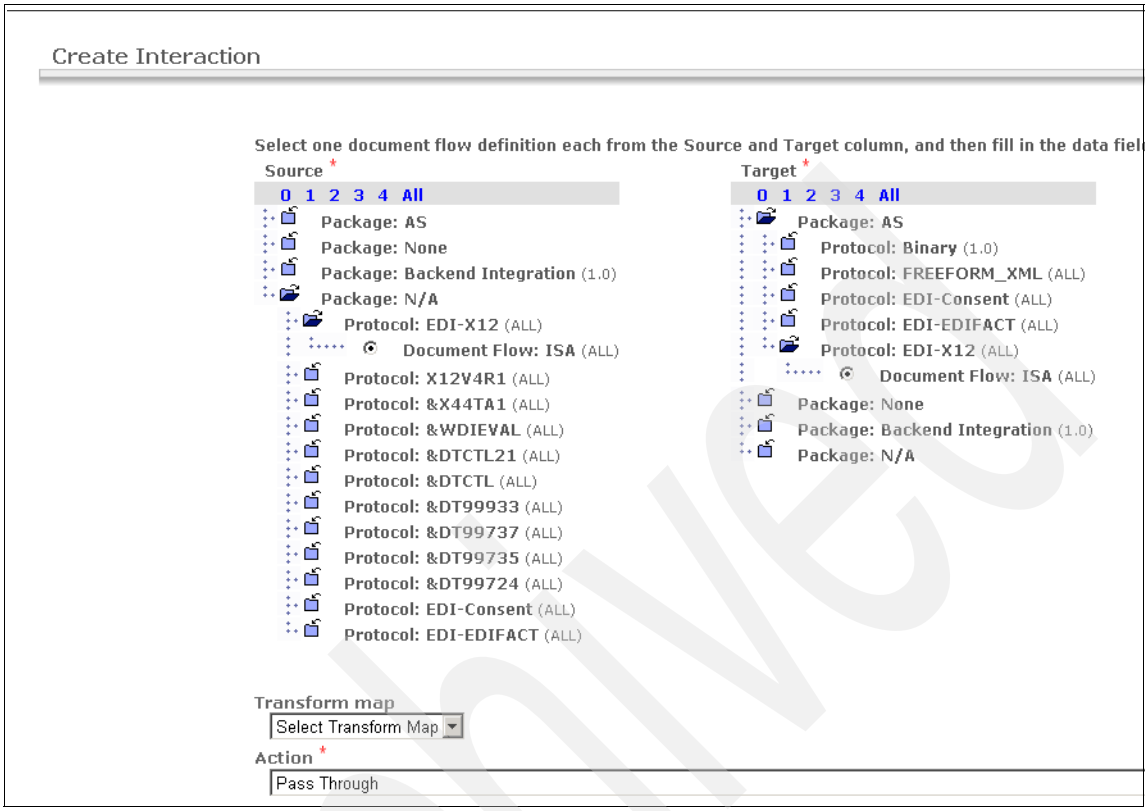

Figure 19-18 Creating the interaction from N/A/EDI-X12/ISA to None/EDI-X12/ISA
9. No transformations are required for the enveloping channel, so directly select the Action as **Passthrough** (Figure 19-18 on page 647).